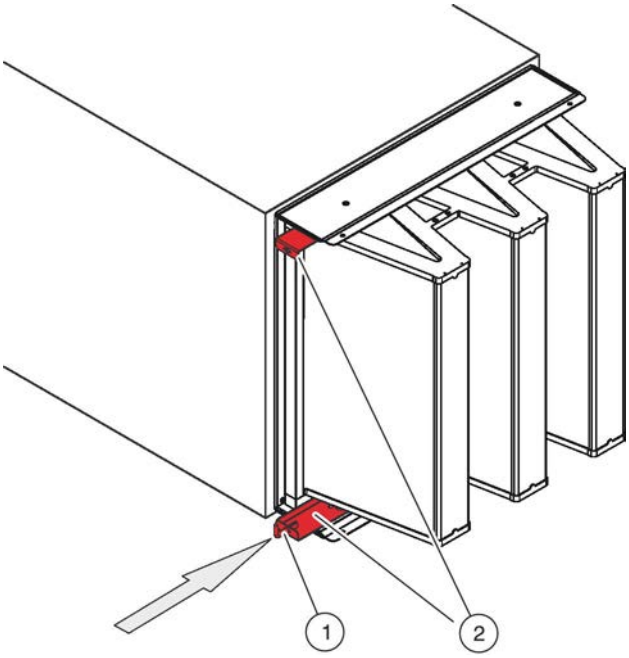

Fig. 62: Introduire les rails de serrage en les poussant
7. ▸ Utiliser la clé spéciale (Voir la Fig. 62/1) pour pousser les rails de fixation (Voir la Fig. 62/2) le plus loin possible.